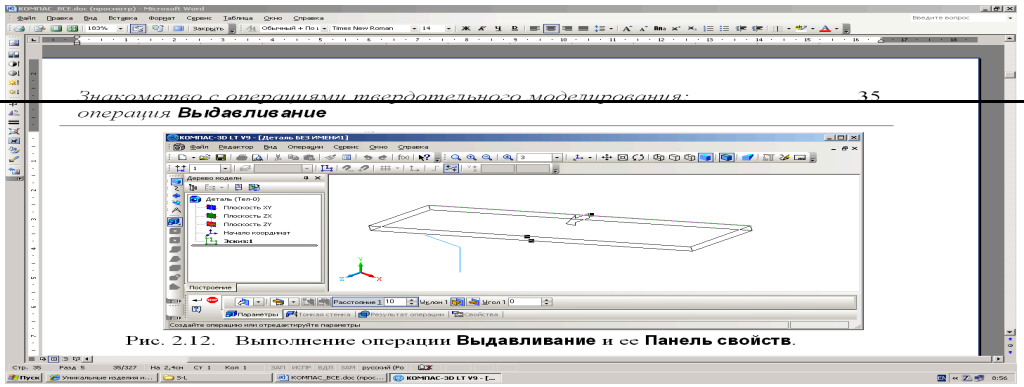
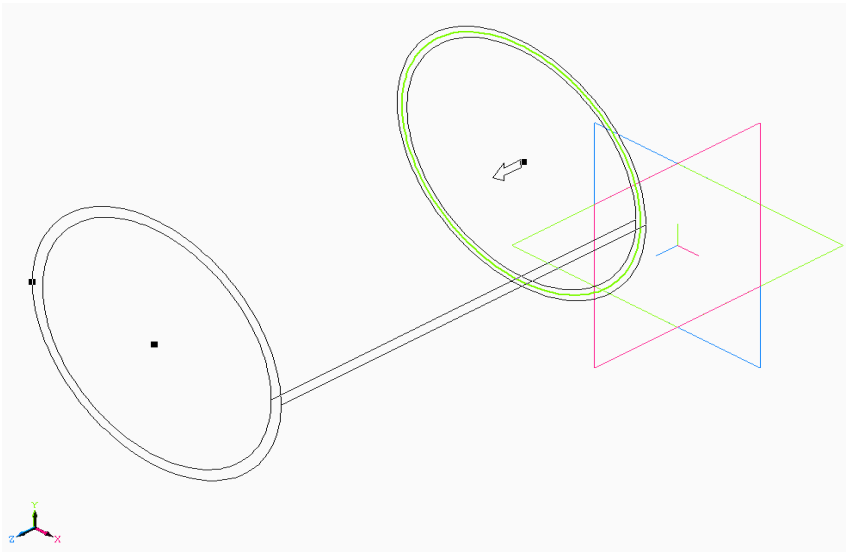

Рис. 2.12. Выполнение операции **Выдавливание** и ее **Панель свойств**.
Рис. 2.20. Фантом модели при выполнении команды **Операция выдавливания**.
В окне системы – рис. 2.12 – появляется «фантом» пластины и **Панель свойств** операции выдавливания. В строке сообщений предлагается создать операцию или отредактировать ее параметры.
Панель свойств (рис. 2.12) содержит следующие закладки выбранной команды: **Параметры**, **Тонкая стенка**, **Результат операции** и **Свойства**.
1.16. **На закладке Параметры** (рис. 2.12) выберите направление выдавливания **Обратное**, введите расстояние выдавливания 70 *мм*, нажмите **Enter** и посмотрите что происходит с вариантом модели. Поэкспериментируйте с параметрами направления выдавливания. Вернитесь к указанному значению.
2.10. В Панели свойств операции (рис. 2.12) на закладке **Параметры** установите расстояние выдавливания 110 *мм*, нажмите **Enter** и рассмотрите «фантом» модели (рис. 2.20).